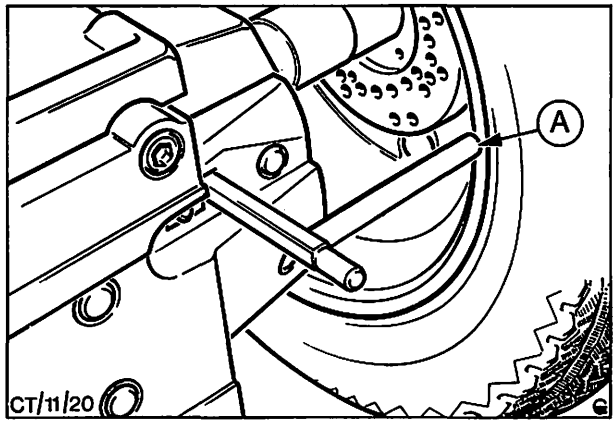

Abb. 8 A=Einstellstab
3. Rad mit Nabenteil so auf den Zapfen des Auswuchtgerätes setzen, daß der Felgenkranz gerade den Einstellstab berührt, Abb. 8. Felge und Nabenansatzstück am Zapfen festziehen.